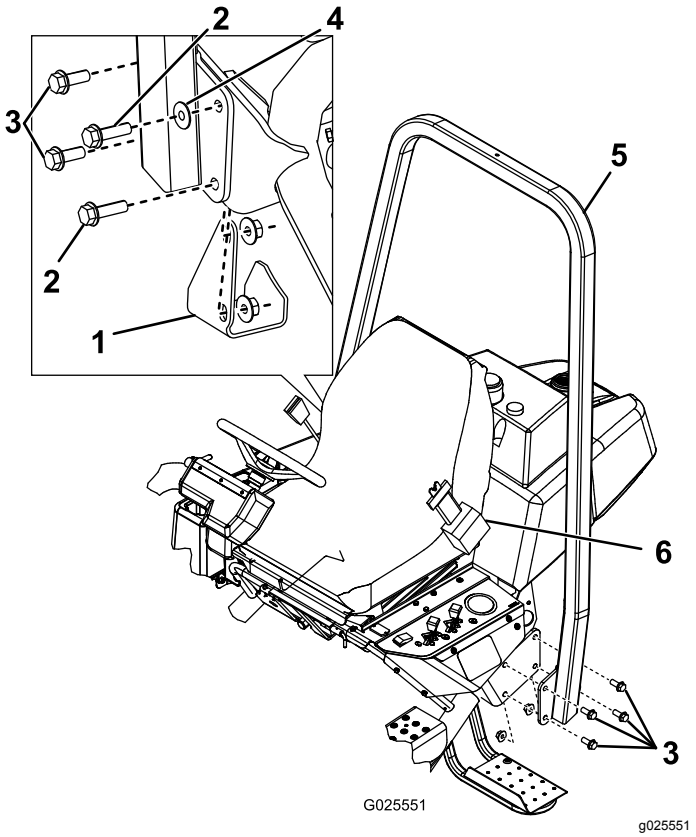

Figuur 6
2. Laat het rolbeugelframe (Figuur 6) op de montagebeugels zakken en zorg ervoor dat de montagegaten uitgelijnd zijn.
3. Bevestig de linkerzijde van de rolbeugel aan de montagebeugel met 4 bouten (1/2 x 1,5 inch) en borgmoeren (Figuur 6).
4. Bevestig de rechterzijde van de rolbeugel en het eerder verwijderde stutplatform aan de montagebeugel met 2 bouten (1/2 x 1,5 inch), 2 bouten (1/2 x 1,75 inch), 1 ring en borgmoeren zoals getoond in Figuur 6.
Belangrijk: **Zorg ervoor dat u de ring op de juiste plaats monteert; zie Figuur 6.**